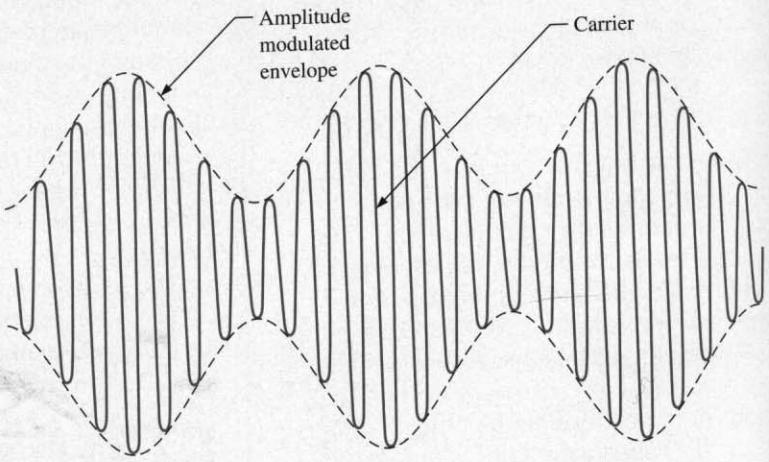

FIGURE 13–1
Amplitude modulation (AM) is a method for sending audible information, such as voice and music, by electromagnetic waves that are broadcast through the atmosphere. In AM, the amplitude of a signal with a specific frequency (f_c), called the *carrier,* is varied according to a modulating signal which can be an audio signal (such as voice or music), as shown in Figure 13–1. The carrier frequency permits the receiver to be tuned to a specific known frequency. The resulting AM waveform contains the carrier frequency, an upper-side frequency equal to the carrier frequency plus the modulation frequency ($f_c + f_m$), and a lower-side frequency equal to the carrier frequency minus the modulation frequency ($f_c - f_m$). Harmonics of these frequencies are also present. For example, if a 1 MHz carrier is amplitude modulated with a 5 kHz audio signal, the frequency components in the AM waveform are 1 MHz (carrier), 1 MHz + 5 kHz = 1,005,000 Hz (upper side), and 1 MHz − 5 kHz = 995,000 Hz (lower side).